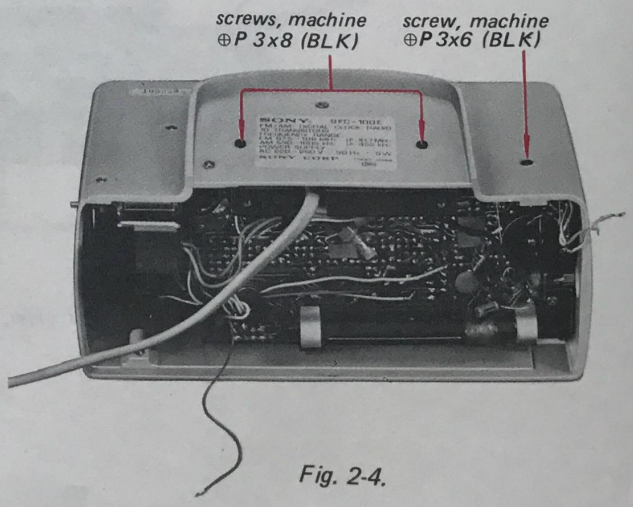

Fig. 2-4.
7. Remove the three machine screws at the bottom of the cabinet as shown in Fig. 2-4.